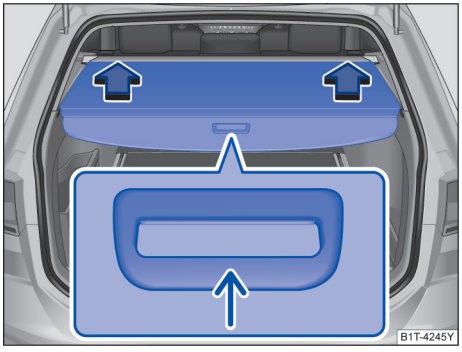

图 200 在行李厢中：已关闭的行李厢盖板
– 抓住把手→ 图 200（小箭头），向后拉动盖板并挂入侧面固定槽中。